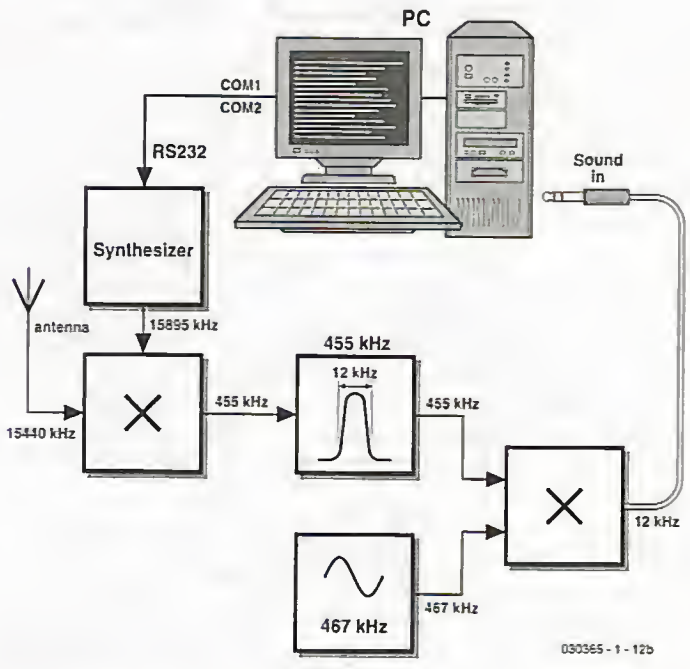

Figure 1b. The block diagram of the DRM receiver reveals a double-conversion ('super-heterodyne') design with intermediate frequencies at 455 kHz and 12 kHz.
As you can see from the block diagram (**Figure 1b**), the signal received from the DRM station is mixed two times — first, a variable oscillator frequency is used to mix it down to a fixed intermediate frequency (IF) if 455 kHz. This provides the station tuning on the receiver. The second heterodyning operation is against a fixed 467 kHz signal in order to mix the 455-kHz signal down to 12 kHz. Using receiver terminology, the DRM receiver is a 'double-conversion' or 'super-heterodyne' type. The first injection signal is obtained from a synthe-